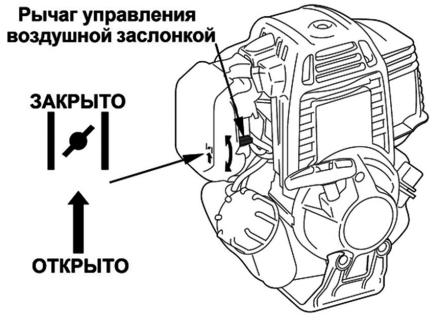

Рис. 11 Рычаг управления воздушной заслонкой
4. Закройте воздушную заслонку карбюратора. Для этого рычаг заслонки поднимите вверх (Рис. 11).